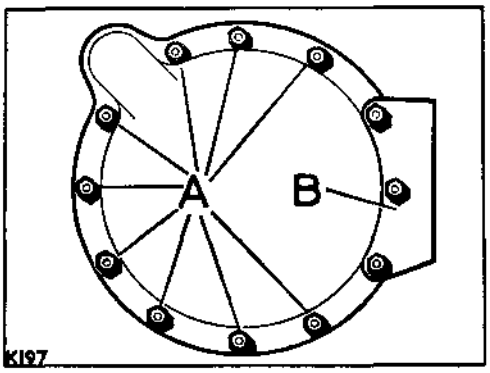

**Fig. A2-20. Bell housing fixings**
1. Engage any gear to prevent gear shaft rotation. Offer engine to gearbox. It may be necessary to rotate the engine sufficient to align the gearbox primary pinion with the clutch plate splines. When aligned, push the engine fully to the rear and secure the bell housing to the flywheel housing, tightening the fixings evenly. Fig. A2-20 refers.